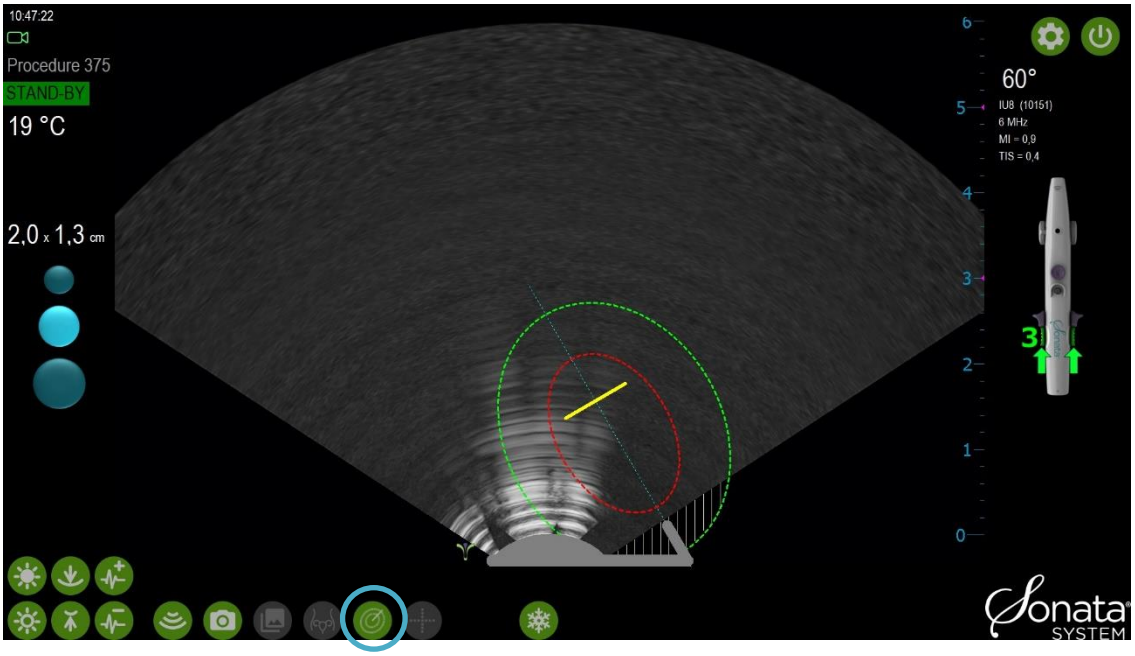

Afbeelding 6-9. Nadat 'SMART Guide verbergen' is gekozen, wordt de SMART Guide gedurende 5 seconden verwijderd.
- Klik in het echografiedisplay op het pictogram ‘SMART Guide verbergen’ ; zie afbeelding 6-9. De grafische weergave van de SMART Guide wordt gedurende vijf (5) seconden van het beeld verwijderd; zie afbeelding 6-9.